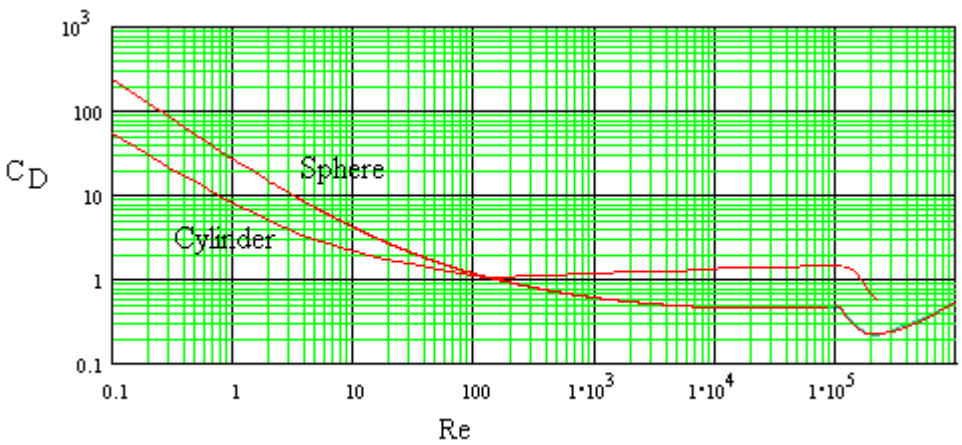

Fig.12
Fig. 12 shows an approximate relationship between C_D and R_e for a cylinder and a sphere.
2. Using the graph (fig.12) to find the drag coefficient, determine the drag force per metre length acting on an overhead power line 30 mm diameter when the wind blows at 8 m/s. The density of air may be taken as 1.25 kg/m^3 and the kinematic viscosity as 1.5 x 10^{-5} m^2/s. (1.8 N).
Fig. 12 shows this approximate relationship between C_D and Re.
4. Using the graph (fig. 12) to obtain the drag coefficient of a sphere, determine the drag on a totally immersed sphere 0.2 m diameter moving at 0.3 m/s in sea water. The density of the water is 1025 kg/m^3 and the dynamic viscosity is 1.05 x 10^{-3} Ns/m^2. (0.639 N).